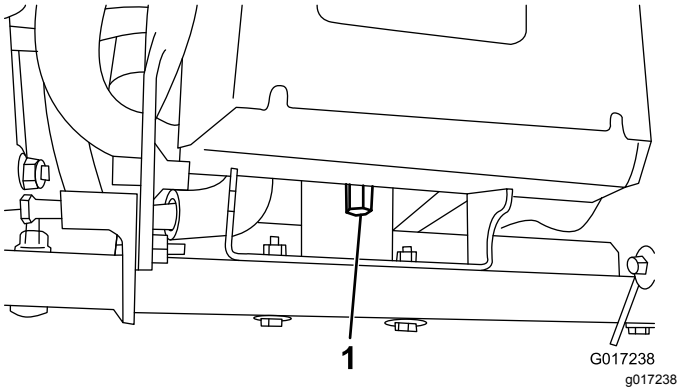

Figur 11
4. Fjern den høje møtrik, der fastgør det bageste af batteribundpladen til maskinens ramme (Figur 11).